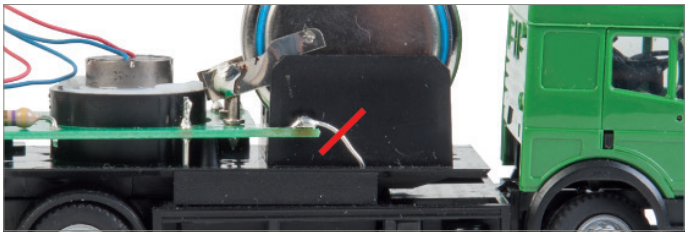

Fig. 26: Separating the dry-reed sensor
- Using a side cutter interrupt the connection to the dry-reed sensor while taking care to leave the wire length as long as possible, see Fig. 26.